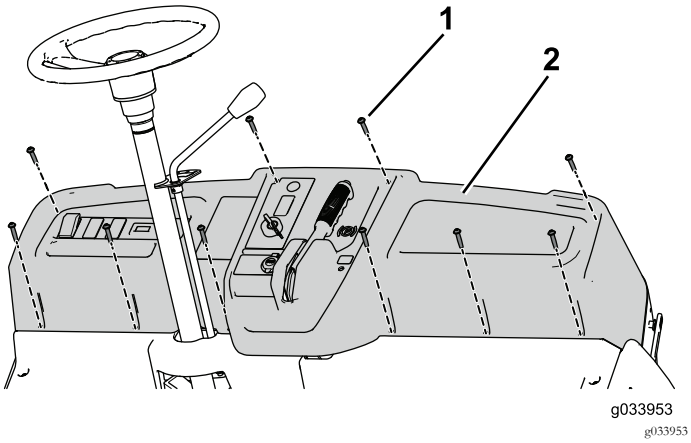

Figur 12
6. Fjern og gem de ti skruer (1/4 x 1-1/4 tomme) for delvist at fjerne instrumentbrættet og frakoble parkeringsbremsen, gaskablet og skiftekablerne (Figur 12).